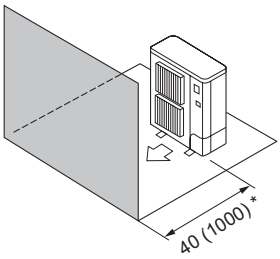

Fig. 2-9
④ Obstacles à l'avant (Fig. 2-9)